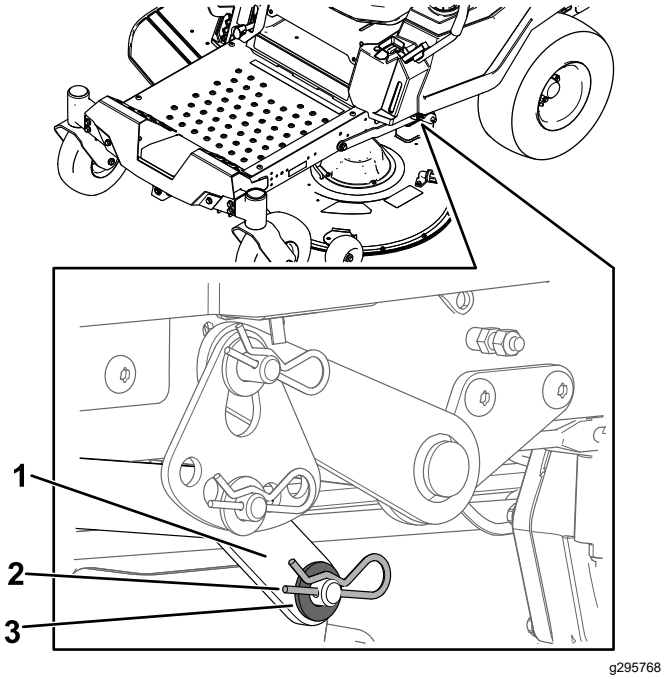

Figuur 73
7. Verwijder de ring en de R-pen van de maaidekpen aan 1 kant van de machine (Figuur 73).
8. Verwijder de hefarm van de maaidekpen (Figuur 73).
5. Til aan 1 kant van de machine de achterkant van het maaidek op en monteer de hefarm aan de maaidekpen (Figuur 73).
6. Monteer de hefarm met de ring en de R-pen (Figuur 73).